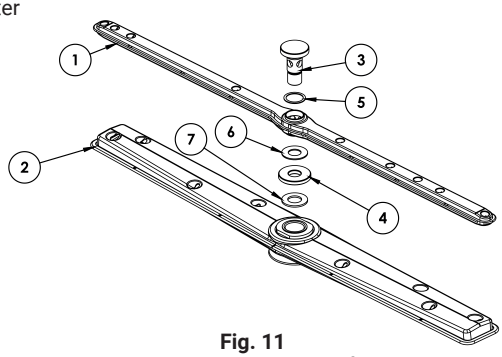

Fig. 11
- remove the washing arms (Fig. 11) (bottom and top 1 and 2) by loosening the screw (3) and clean under the current water